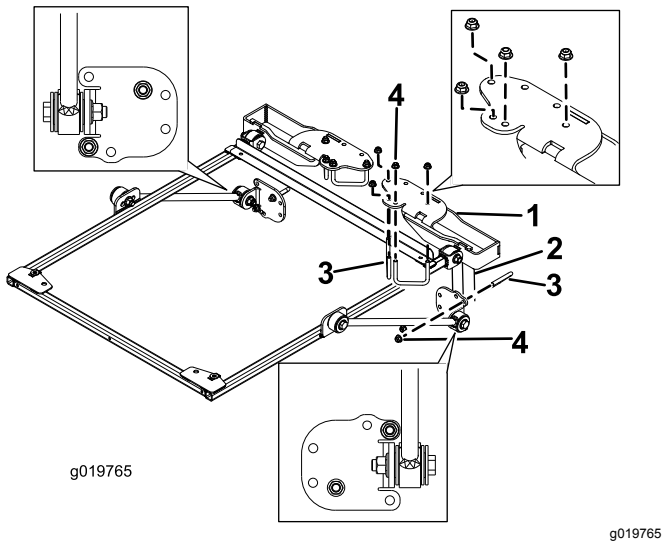

Figur 15
9. Plasser veltebeskyttelsens monteringsbraketter på toppen av trekkenhetens veltebøyle (Figur 15).
10. Bruk monteringshullene som vist i Figur 15, og monter hver brakett på toppen av
11. Bruk monteringshullene som vist i Figur 15, og fest hver avstiverbrakett løst til veltebøylestolpene med en U-bolt (2 3/4 tomme) og to flensmuttere.